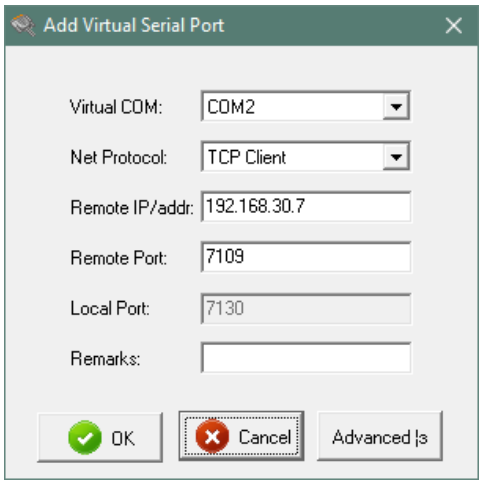

Рисунок 5.7.
8. Нажать кнопку **«Connect Virtual COM»**. На экране отобразится окно, приведенное на рис.5.7.